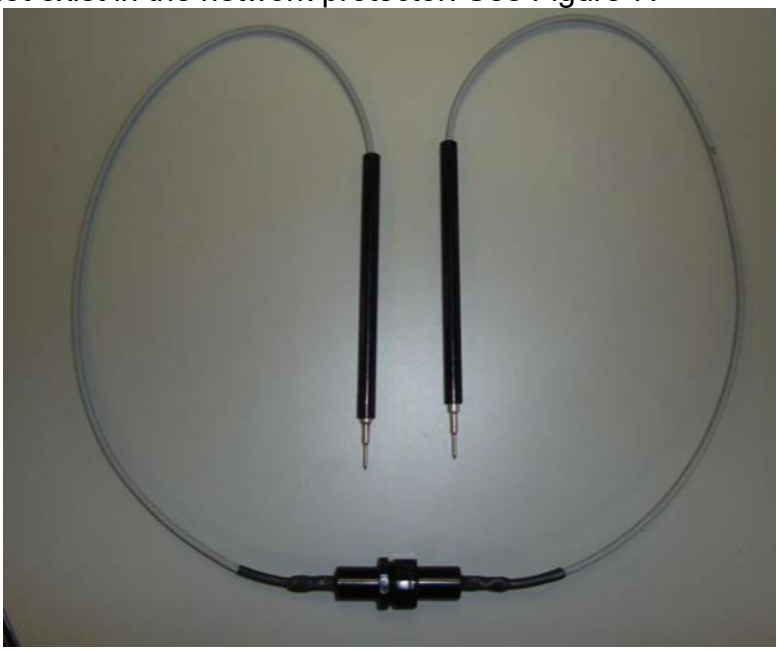

Figure 7 – Test Probe Placement
3. With the protector breaker in tripped position, use test probe (Stock Code 441607) with a 1 amp or 5 amp current limiting fuse (KTK-1 or KTK-5) in accordance with the manufacturer's instructions to ensure that a short circuit does not exist in the network protector. See Figure 7.